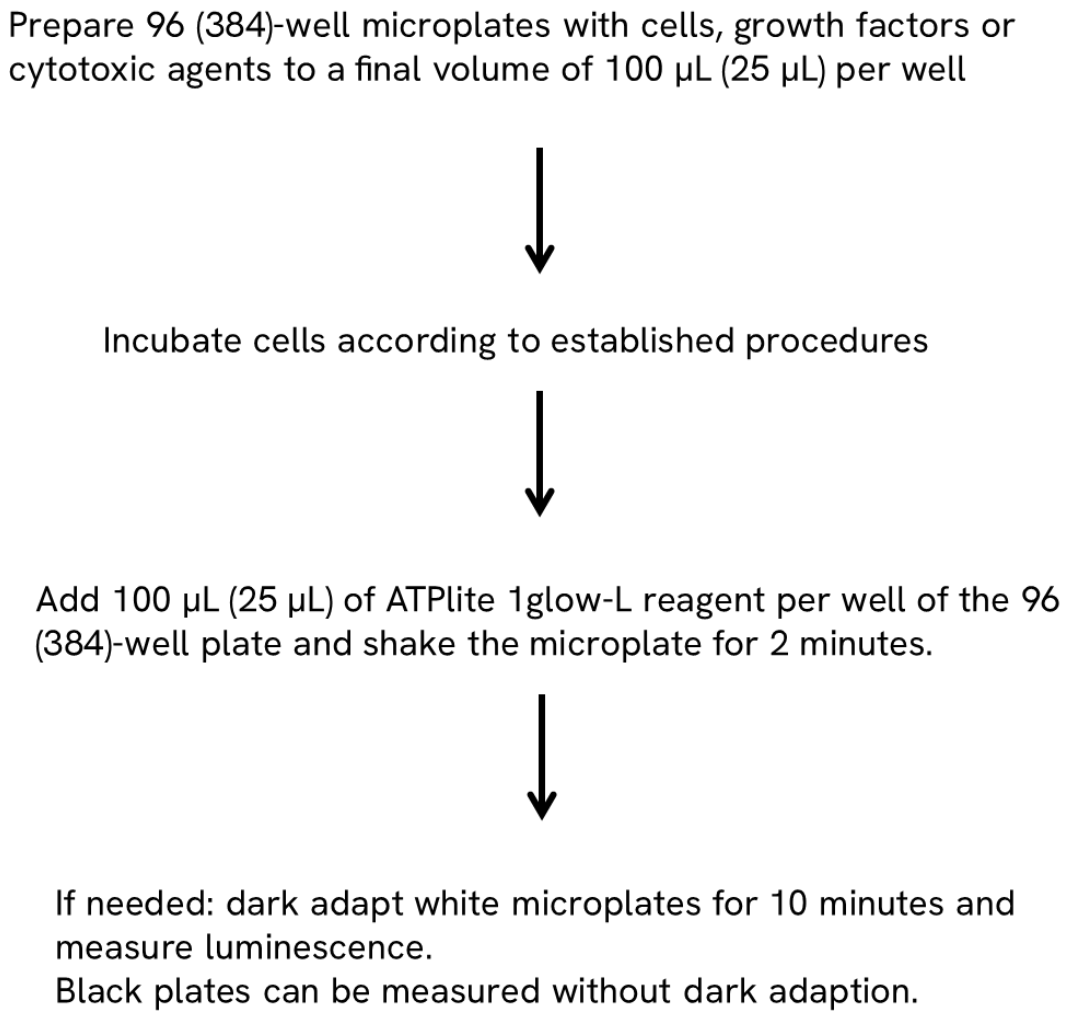

Figure 6. ATPlite 1glow-L assay flow chart
The ATPlite 1glow-L general assay procedure for 96 (384)-well format is outlined in Figure 6.